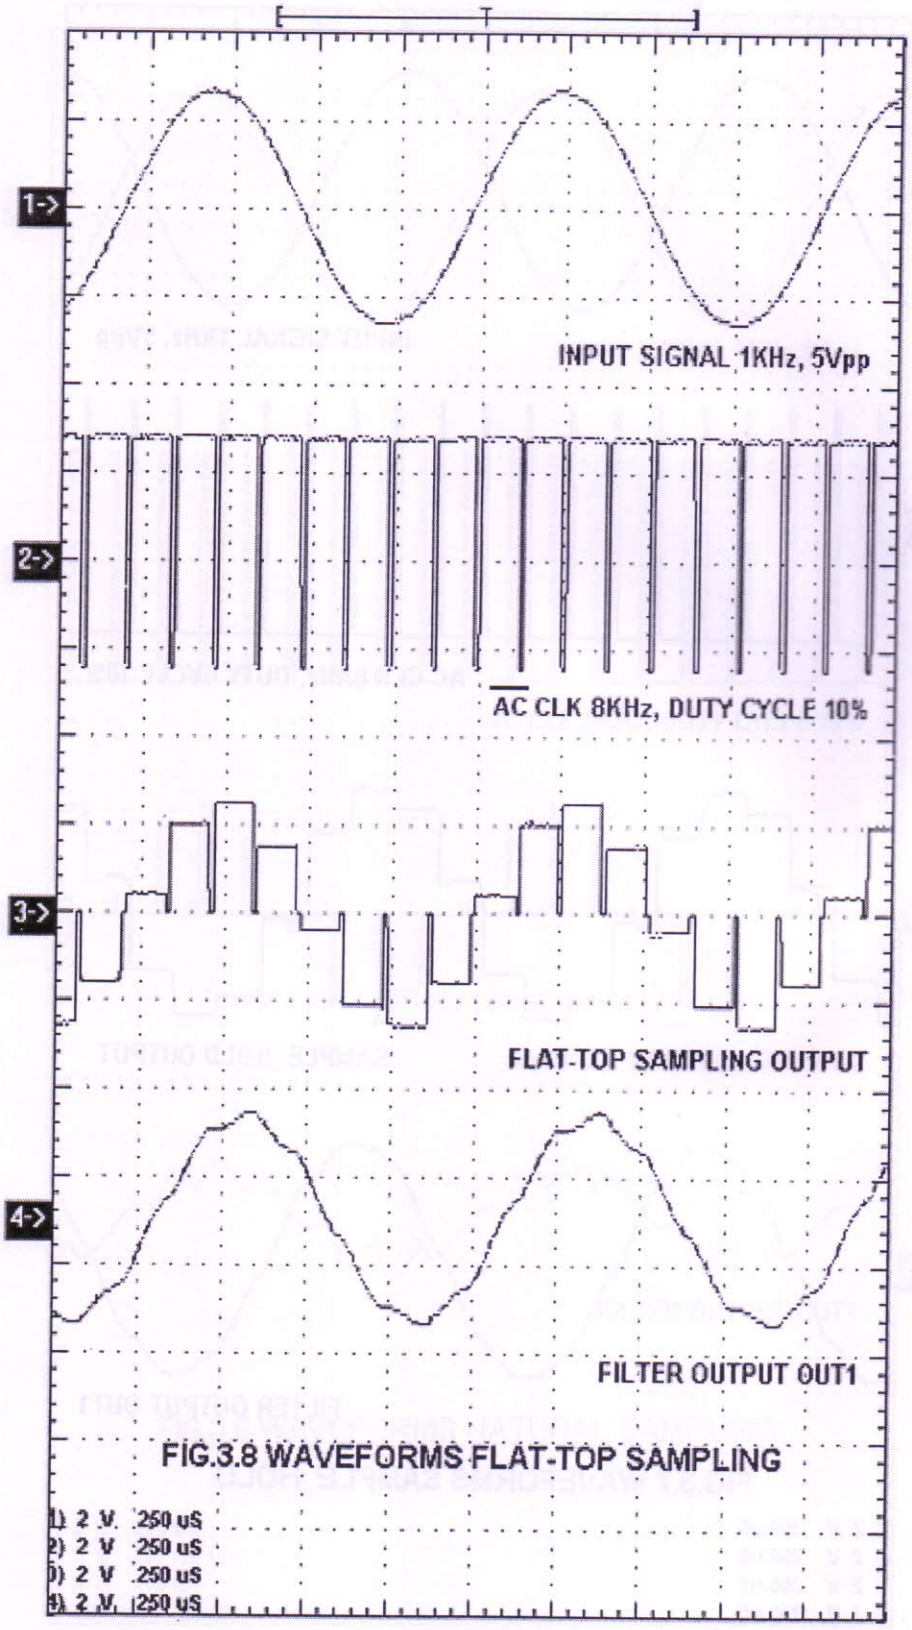

FIG.3.8 WAVEFORMS FLAT-TOP SAMPLING
- Flat top sample signal output and corresponding reconstructed output of 2nd order Low Pass Butterworth Filter. (Fig.3.8)